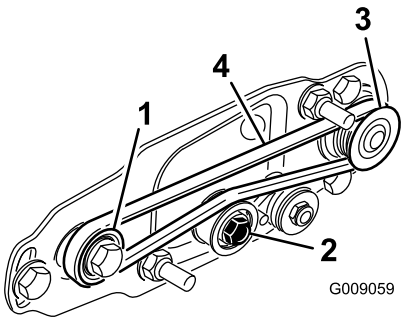

図 16
- **受動** プーリにベルトを回しかけ、次にアイドラ・プーリに上からベルトを掛ける 図 16。
- **駆動** プーリを回してベルトを回転させる 図 16。